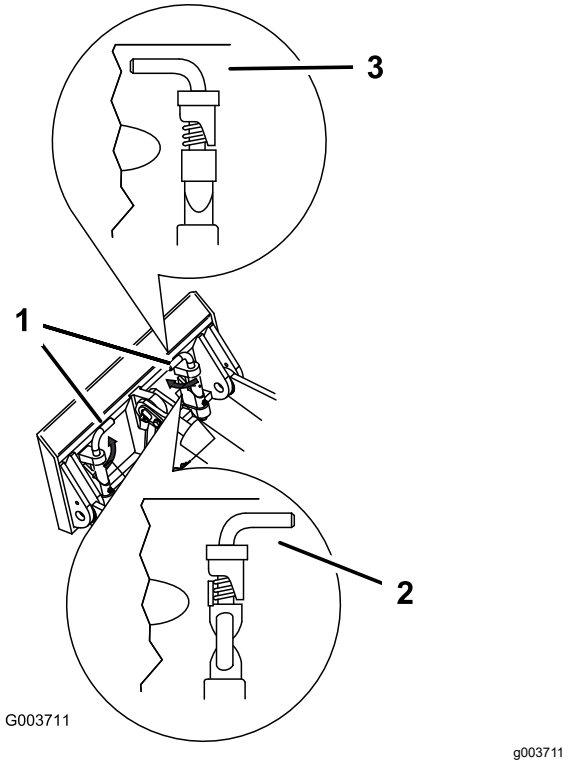

Figuur 16
7. Zet de snelkoppelingspennen vast en zorg ervoor dat deze volledig in de bevestigingsplaten zitten (Figuur 16).